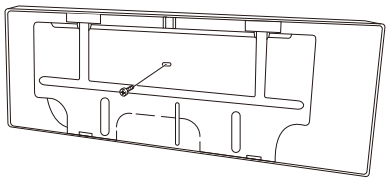

Fig. 2-239
(1) Remove and discard the set screw on the rear panel. (Fig. 2-239)